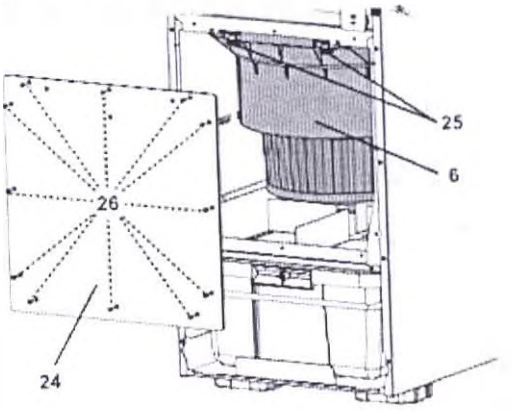

Рис. 25
- Блок фильтра тонкой очистки нижним краем установить на направляющие шины (27), полностью вставить и поднять вверх.
- (25, рис. 25).
i ***Если крышка не садится, то блок фильтра тонкой очистки не был полностью установлен в корпус, или же блок фильтра слишком глубоко висит, поскольку крепежные винты (25, рис. 25) не были достаточно затянуты.***